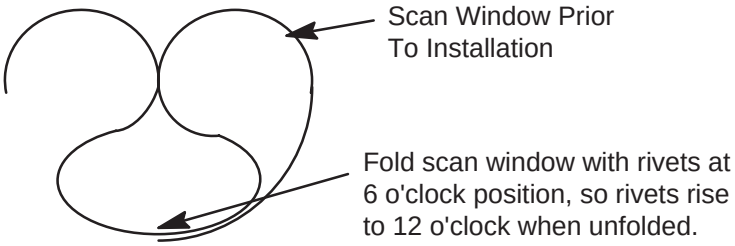
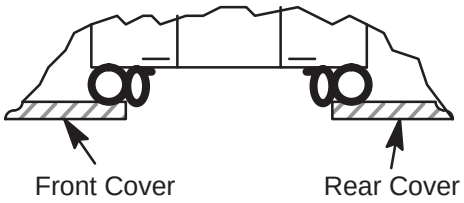

Figure 8-80 Install Scan Window
Figure 8-81 Scan Window Nested Between Front and Rear Cover
2.) Deform the scan window, as shown in Figure 8-80, and nest the scan window at the bottom of the opening between the front and rear covers, (Figure 8-81) with the rivets in the 6 o'clock installation position. Remember the rivets must be in the 12 o'clock position when the mylar window is fully installed.